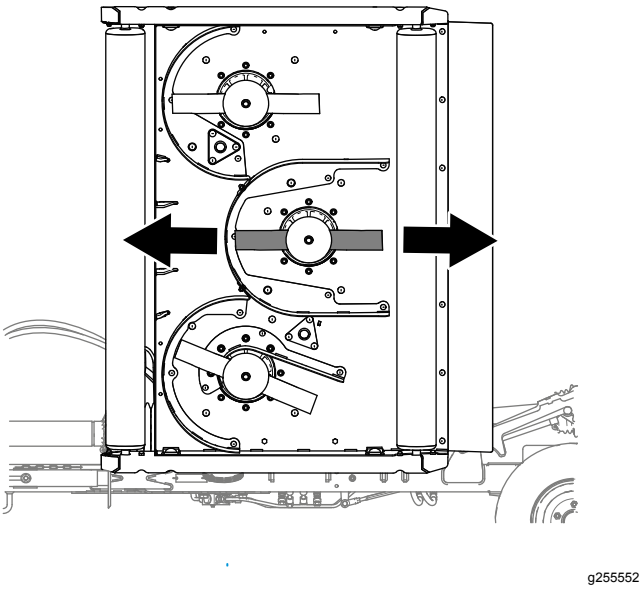

Rysunek 78
1. W każdym podwoziu tnącym, w którym regulujesz nachylenie kosiarki ustaw środkowe ostrze kosiarki jak pokazano na Rysunek 78.